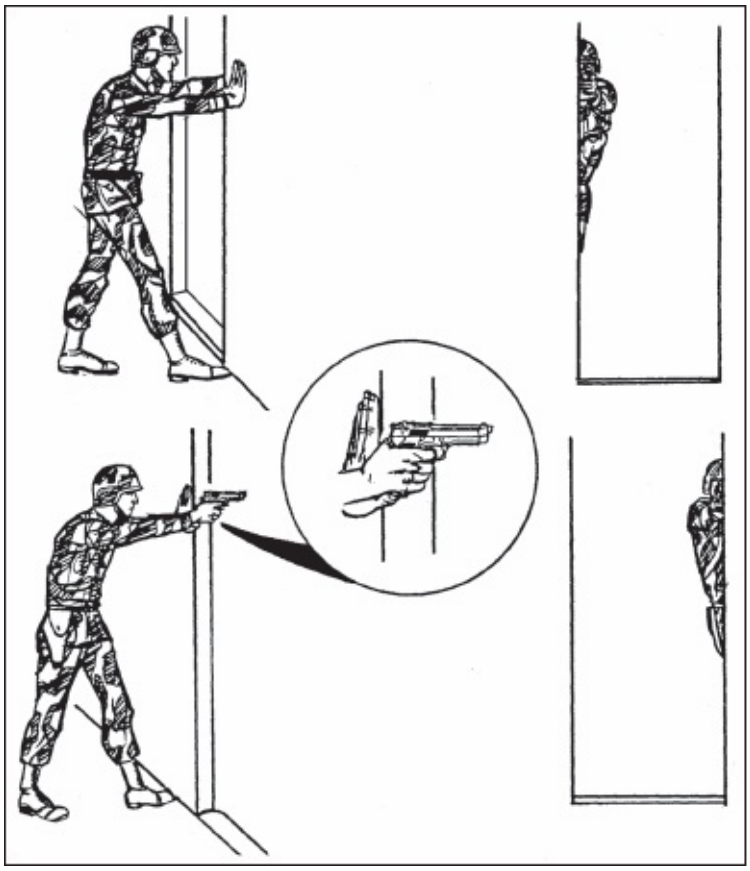

Figure 2-13. Standing position with support.
f. **Standing Position with Support**. Use available cover for support–for example, a tree or wall to stand behind (Figure 2-13). Stand behind a barricade with the firing side on line with the edge of the barricade. Place the knuckles of the nonfiring fist at eye level against the edge of the barricade. Lock the elbow and wrist of the firing arm. Move the foot on the nonfiring side forward until the toe of the boot touches the bottom of the barricade.